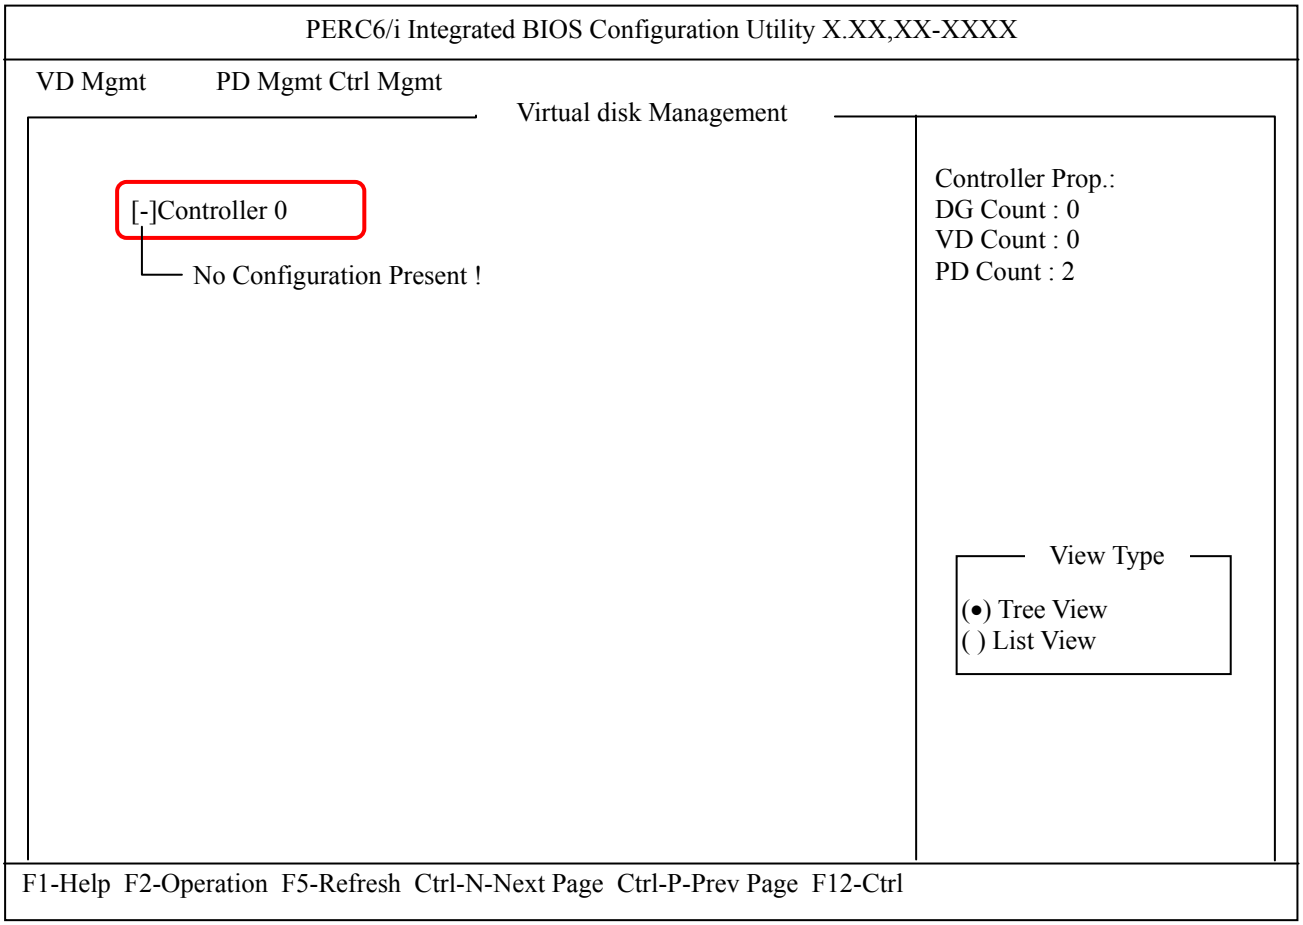

Figure B.2.6.2-1 Virtual Disk Management window
(1) The virtual disk management window is displayed as shown in Figure B.2.6.2-1.